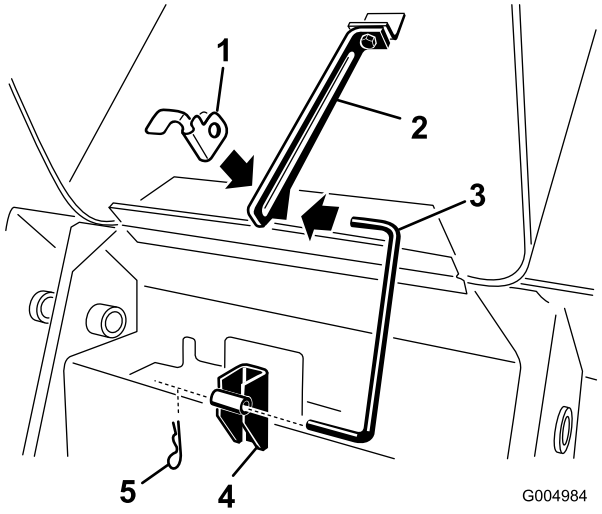

**Figur 41**
3. Dra ut hårnålssprinten från den nedre änden på huvens stötta och dra ut stöttan ur fästkonsolerna och fliken för stöttan (Figur 41).
7. Montera stöttan i fästkonsolerna och fliken för stöttan och säkra den med hårnålssprinten (Figur 41).